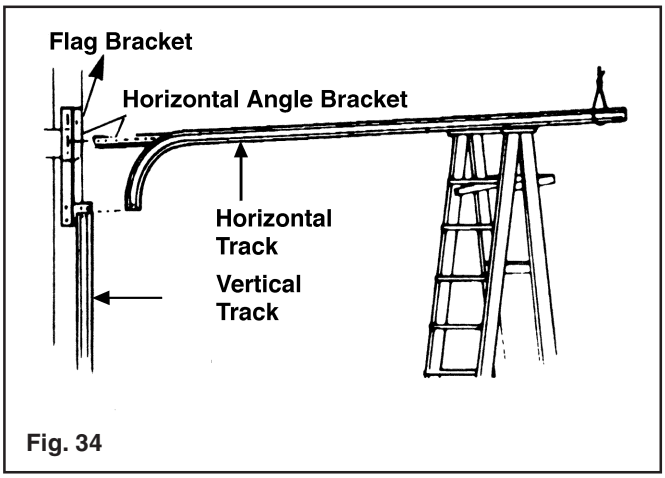

Fig. 34
**Step 5:** Temporarily support the rear end of the track with a rope from the trusses overhead in the garage or on a tall ladder. (FIG. 34)